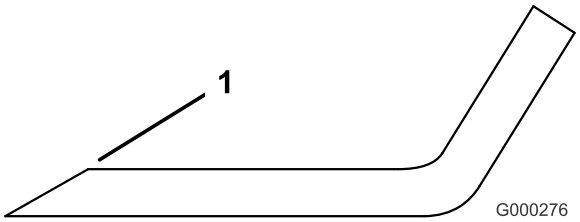

Figura 81
1. Affilate i taglienti da entrambe le estremità della lama con una lima (Figura 81). Rispettate l'angolazione originale. La lama conserva il proprio equilibrio soltanto se viene rimossa una quantità uguale di materiale da entrambi i taglienti.